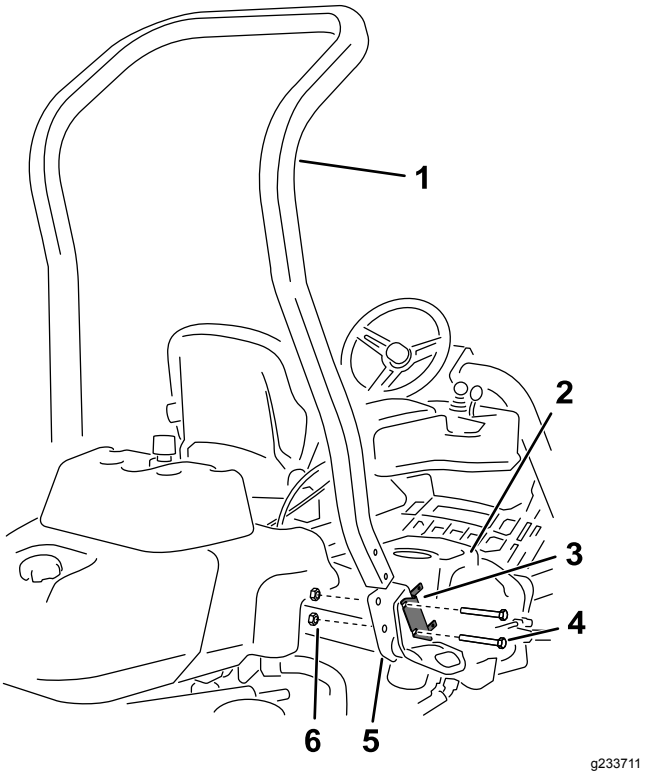

Rysunek 3
4. Wykręć 2 śruby mocujące wspornik bloku bezpieczników do wspornika układu ROPS w sposób pokazany na Rysunek 3.